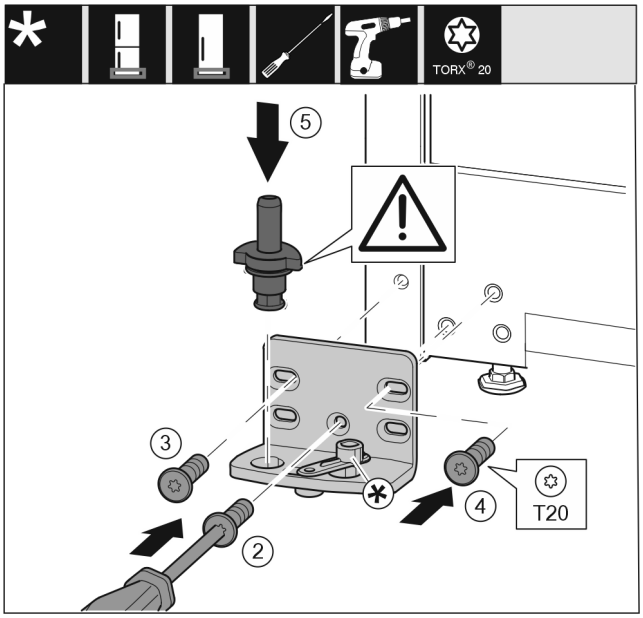

Fig. 20
▶ Aplicați suportul de lagăr pe partea opusă și înșurubați-l cu ajutorul unei șurubelnițe. Începeți cu șurubul *Fig. 20 (2)* de jos din centru.
▶ Înșurubați ferm șurubul *Fig. 20 (3)* și șurubul *Fig. 20 (4)*.
▶ Introduceți complet bolțul de lagăr *Fig. 20 (5)*. Aveți grijă aici ca respectiva camă de fixare să fie îndreptată către înapoi.